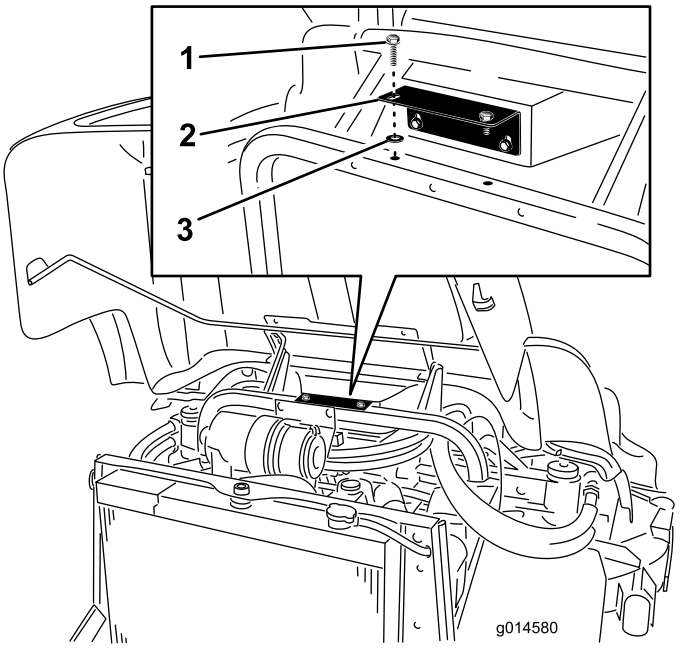

Figur 1
3. Fjern flangehovedboltene (2), der fastgør opbevaringsrummets støttebeslag til stellet (Figur 1).